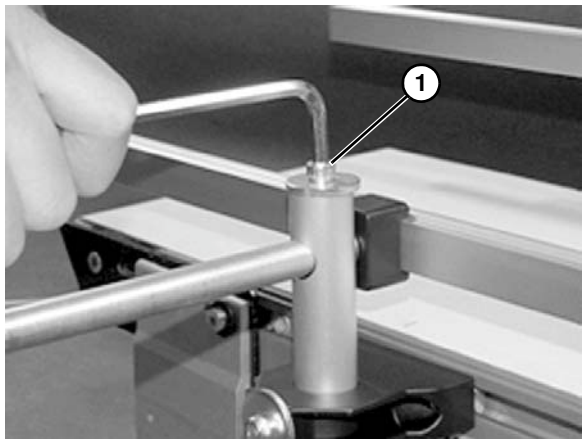

Abbildung 25
6. Schienenbreite mit der oberen Schraube einstellen **(Abbildung 25, Teil 1)**.